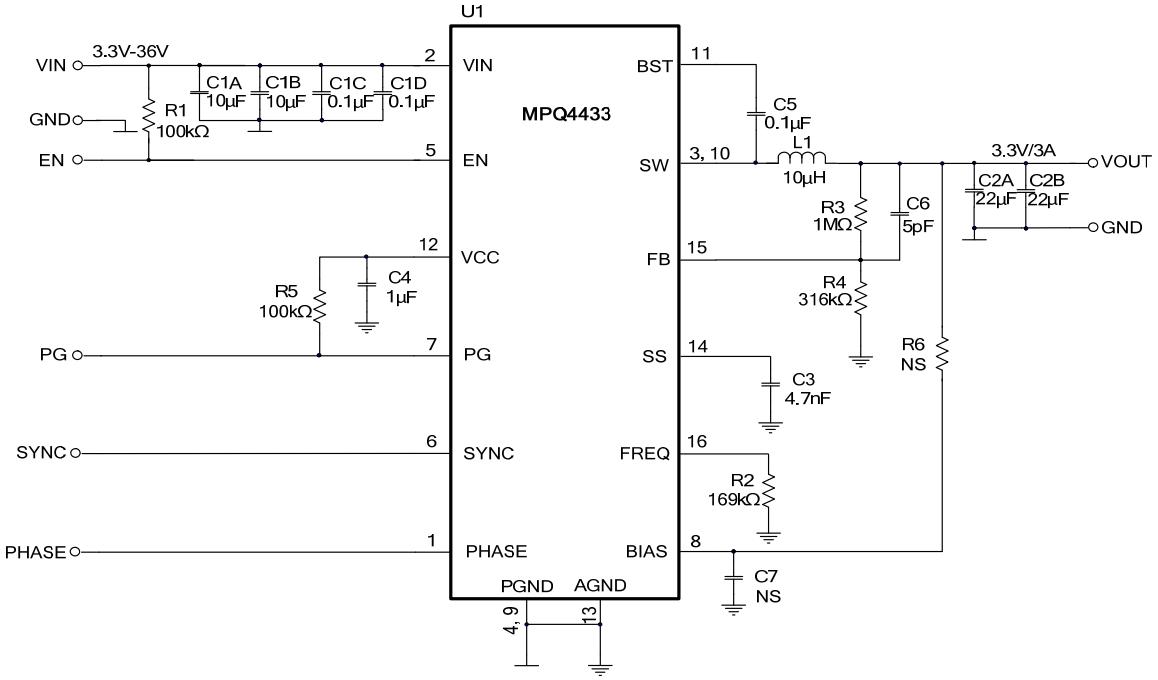

Figure 9: V_{OUT} = 3.3V, F_{SW} = 500kHz
8) The recommended PCB layout is based on Figure 9.